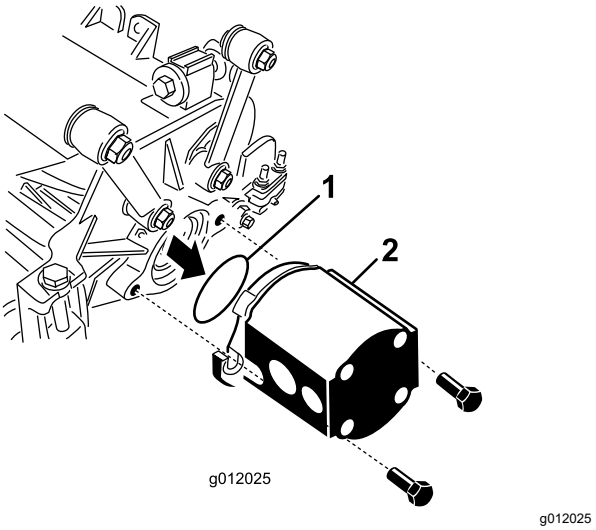

Figur 25
5. För in o-ringen (medföljer klippenheten) i drivmotorns fläns (Figur 25).
6. Montera motorn på klippenhetens drivände och fäst den med de två huvudskruvar som medföljer klippenheten (Figur 25).